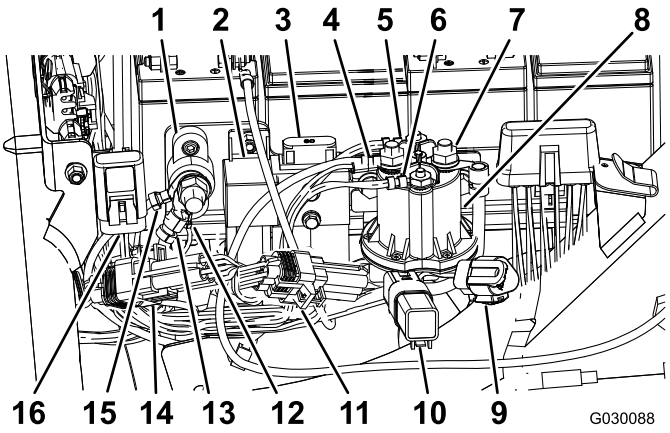

Figuur 8
11. Verwijder de kap van de 10 A 58 V zekering en gooi deze weg (een rode en een gele draad); zie Figuur 8.